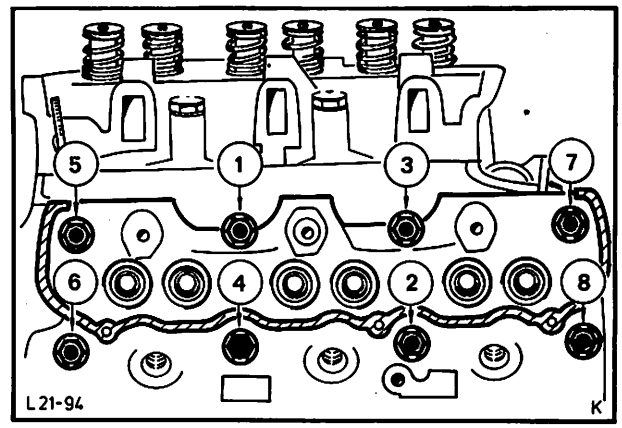
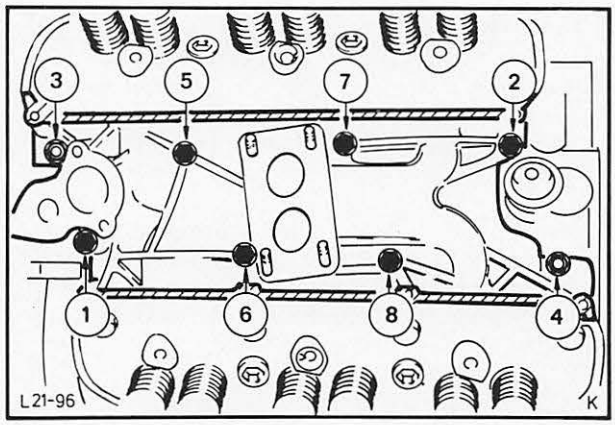

Abb. 209 Anzugsreihenfolge – Zylinderkopf, „C"-Motor
Abb. 211 Anzugsreihenfolge – Ansaugkopf „C"-Motor
11. Zylinderköpfe abbauen, dabei Zylinderkopfschrauben in umgekehrter Reihenfolge wie beim Anziehen lösen, (siehe Anzugsreihenfolge Abb. 209 bzw. 210).
13. Zylinderköpfe aufsetzen und mit vorgeschriebenem Drehmoment in drei Stufen nach Schema, Abb. 209 bzw. 210, festdrehen.
15. Ansaugkopf aufsetzen und mit vorgeschriebenem Drehmoment in drei Stufen nach Schema, Abb. 211 bzw. 212 festdrehen. Bypass-Schlauch anbringen.
27. Nach 15–20 Minuten Wartezeit, Zylinderköpfe, Abb. 209 bzw. 210 und Ansaugkopf, Abb. 211 bzw. 212, mit vorgeschriebenem Drehmoment nach Schema nachziehen. (Für Ansaugkopf Spezialwerkzeug 21-065 (G3-9424) bzw. 21-066 (GH-9424-A) verwenden.) Ventilspiel kontrollieren. Zylinderkopfhauben anbauen.